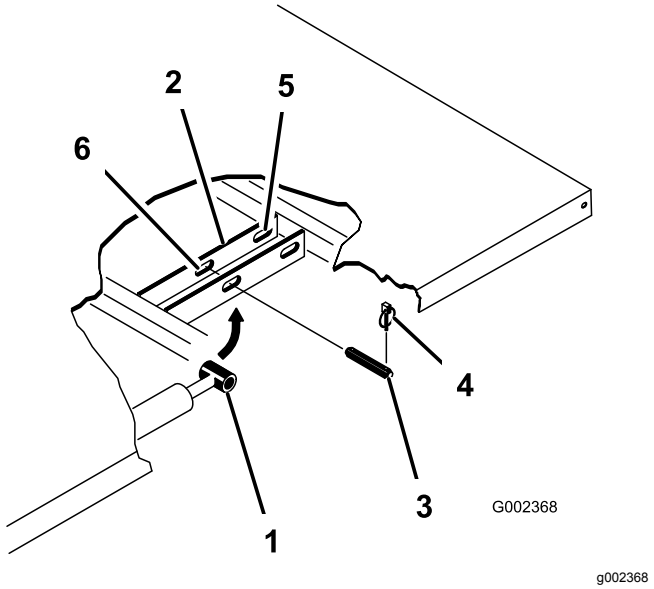

図 23
3. シリンダの外側端部からリンチピンを外す図 23。
4. シリンダロッドの端部を荷台取り付けプレートのスロットに固定しているクレビスピンを内側に押し込んで外す(図 23)。
5. ピボットブラケットをフレームに固定しているリンチピンとクレビスピンを外す図 23。